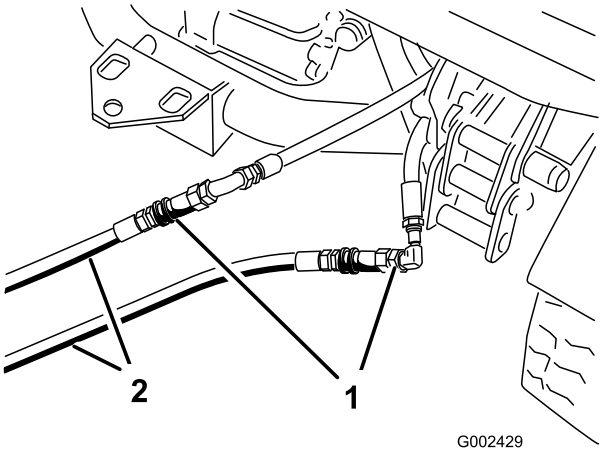

Figur 76
3. Koppla ihop de båda startslangarna med slangarna som kopplades bort på fordonet som är ur funktion (Figur 76). Täck alla oanvända kopplingar.